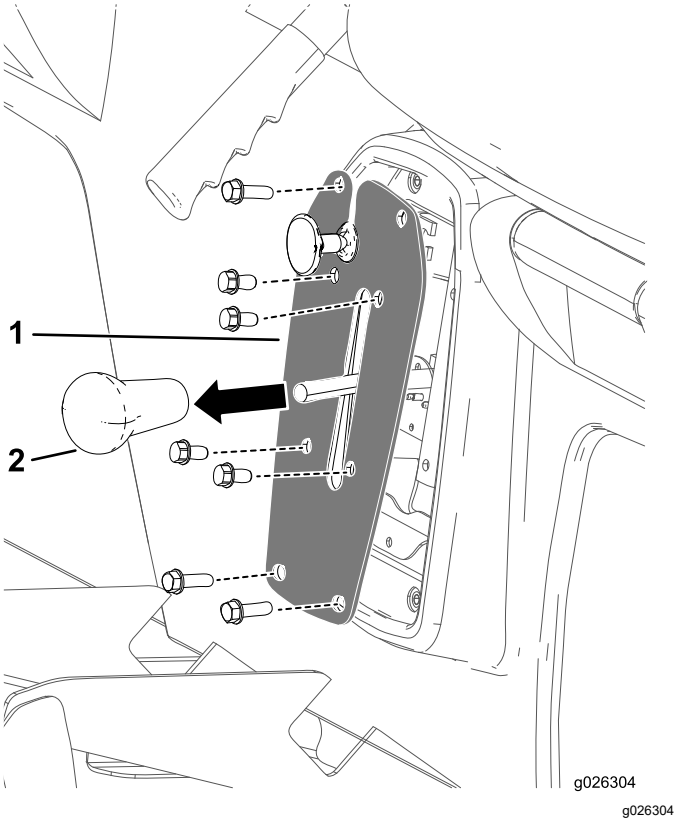

Figura 42
1. Retire o manípulo da alavanca das mudanças (Figura 42).
2. Retire os 4 parafusos que prendem a placa das mudanças ao suporte das mudanças (Figura 42).
3. Retire os 4 parafusos que prendem a placa das mudanças à base do banco e retire a placa das mudanças (Figura 42).
4. Enrosque o manípulo da alavanca das mudanças e aperte o manípulo à mão (Figura 42).